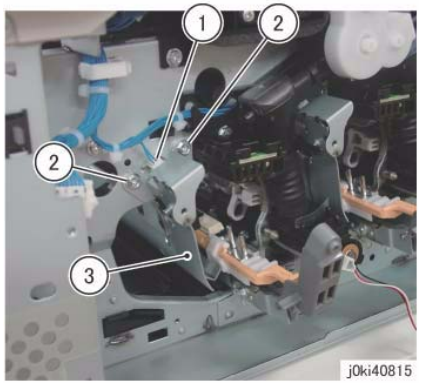

Figure 11 Remove the Erase Lamp Unit (K)
16. Remove the Erase Lamp Unit (K). (Figure 11)
c. Remove the Erase Lamp Unit (K).